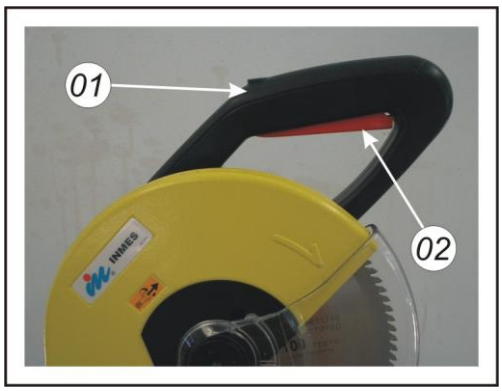

Fig. 12
4. Coloque sua mão direita sobre a manopla de acionamento 01 e pressione o gatilho vermelho 02 fig. 12 para o acionamento do motor.